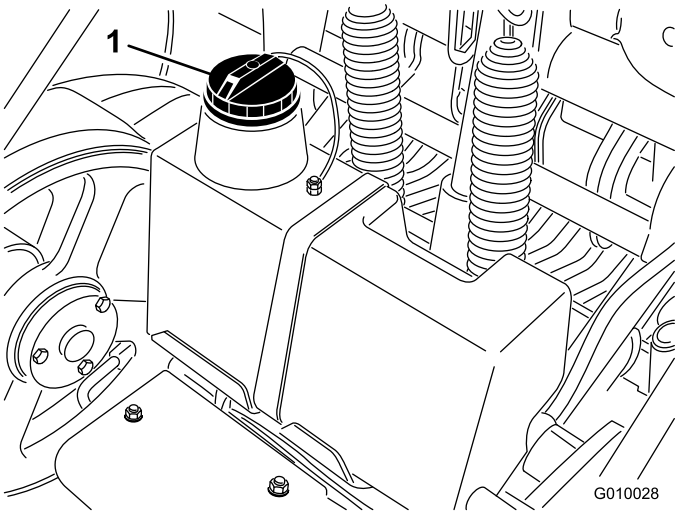

**Figur 19**
3. Rengjør rundt påfyllingshalsen og lokket på den hydrauliske tanken (Figur 19). Ta lokket av påfyllingshalsen.